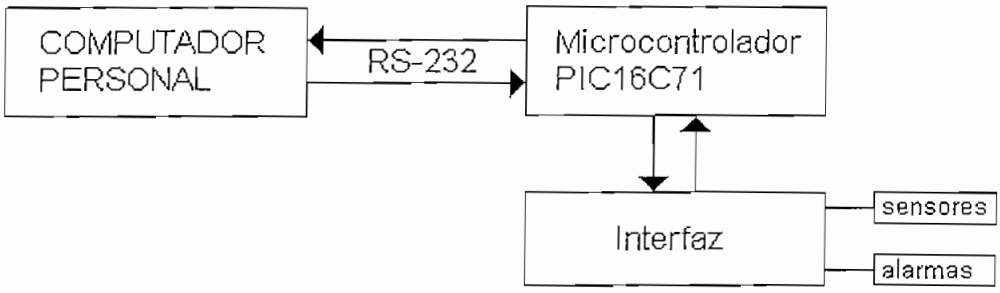

Figura 1.6
5) Otra opción para el diseño de un sistema de seguridad es utilizar las ventajas que ofrece la Adquisición de datos vía RS-232 con microcontrolador PIC16C71. Esta se resume en el diagrama de bloques de la Figura 1.6.